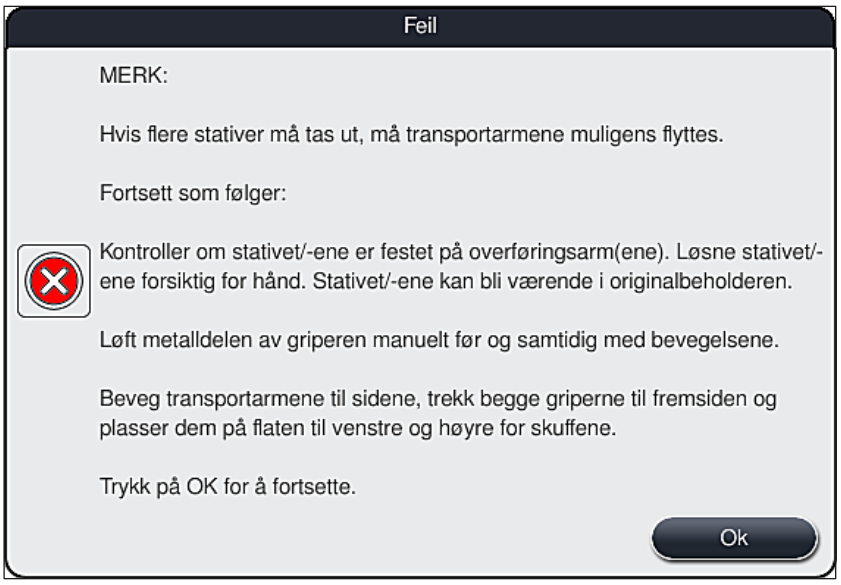

Fig. 110
3. Når du har trykket på OK-knappen (→ "Fig. 109"), vises en ny melding (→ "Fig. 110") med instruksjoner om korrekt prosedyre for å fjerne de aktuelle stativene.